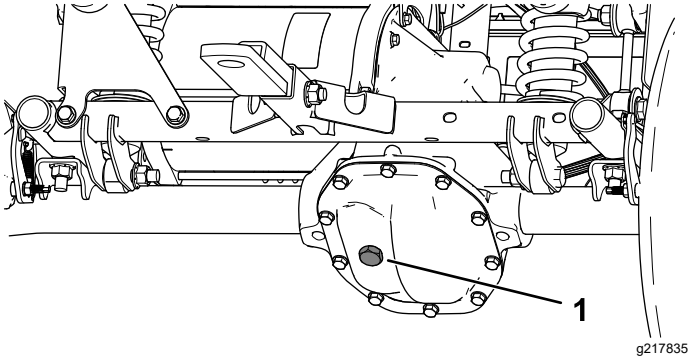

Figur 50
4. Fjern fyllepluggen på transakselen (Figur 50).
5. Hvis væskenivået er lavt, tar du av fyllepluggen og fyller på den spesifiserte væsken til den renner ut av hullet (Figur 50).
4. Fjern fyllepluggen på transakselen, og fyll transakselen med angitt væske til den renner ut av påfyllingshullet (Figur 50).